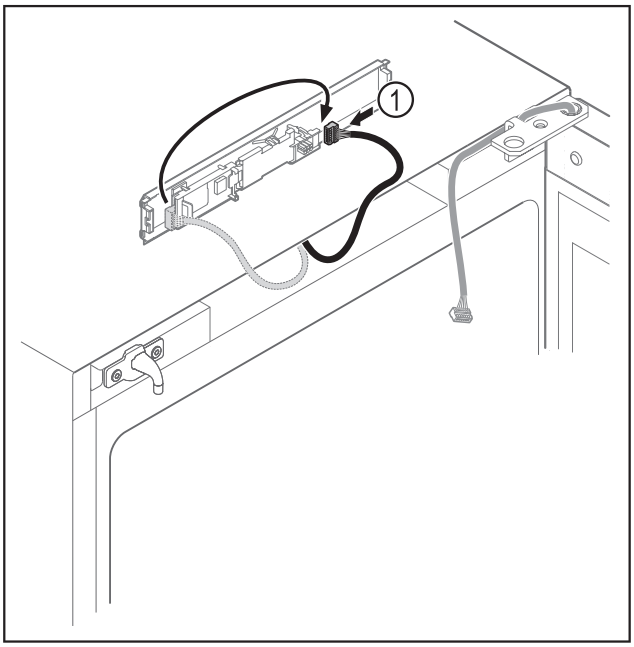

Fig. 14
▶ Переставьте штекер *Fig. 14 (1)* на панели.